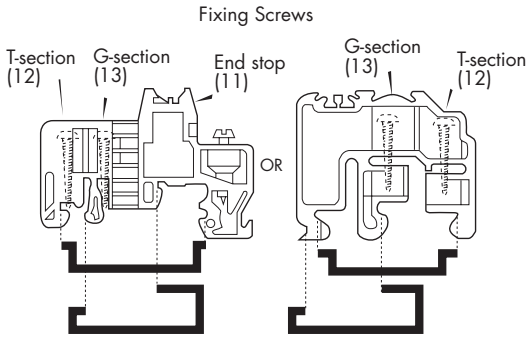

Figure 4.5: Mounting end stops onto DIN rail
i) For backplanes that are mounted in a vertical orientation, attach one end stop (11) to the lower end of each DIN-rail supporting a column of backplanes by clipping the stops into place and tightening the appropriate screw [(12) for T-section and (13) for G-section DIN-rails] (Figure 4.5).